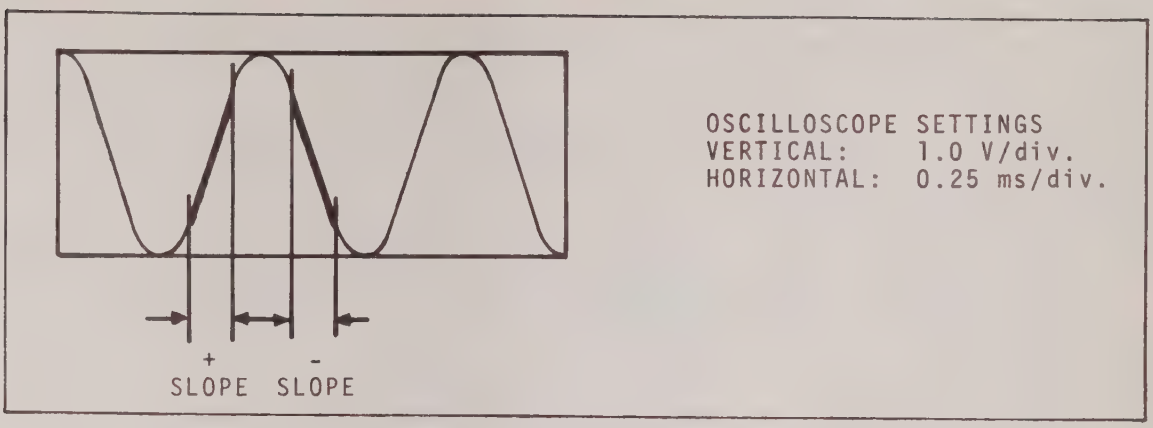

FIGURE 4.3 "B" AND "C" SLOPE/MARKER WAVEFORM CHECK.
c) Adjust oscilloscope to wave form shown in Figure 4.3.